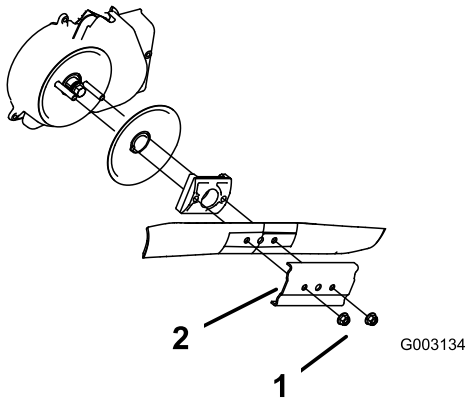

Figuur 30
3. Verwijder de 2 mesmoeren en de versteviger (Figuur 30).
4. Verwijder het mes (Figuur 30).
5. Plaats het nieuwe mes (Figuur 30).